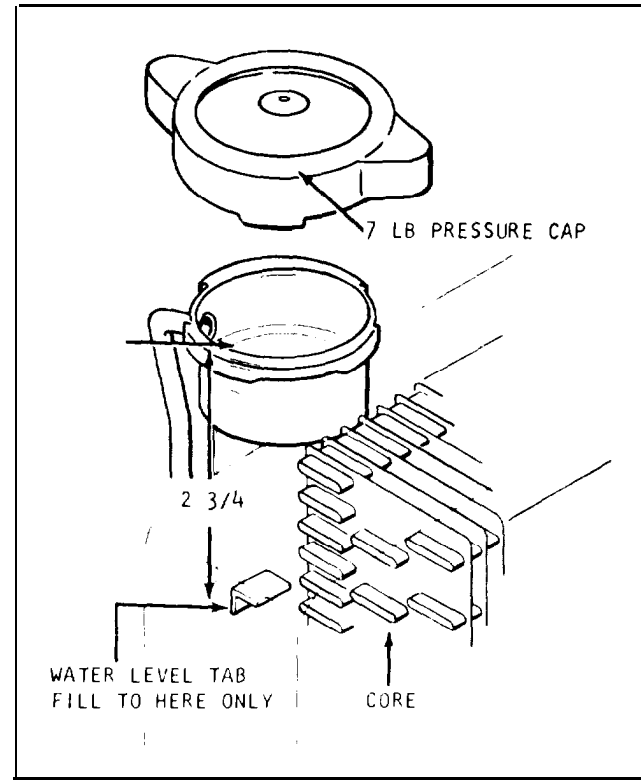

Figure 2-1. Checking Coolant Level
a. Engine Coolant Level — Remove radiator cap. Check to see that coolant level reaches the metal tab located 2-3/4 inches below the top of the filler neck. (See figure 2-1.)